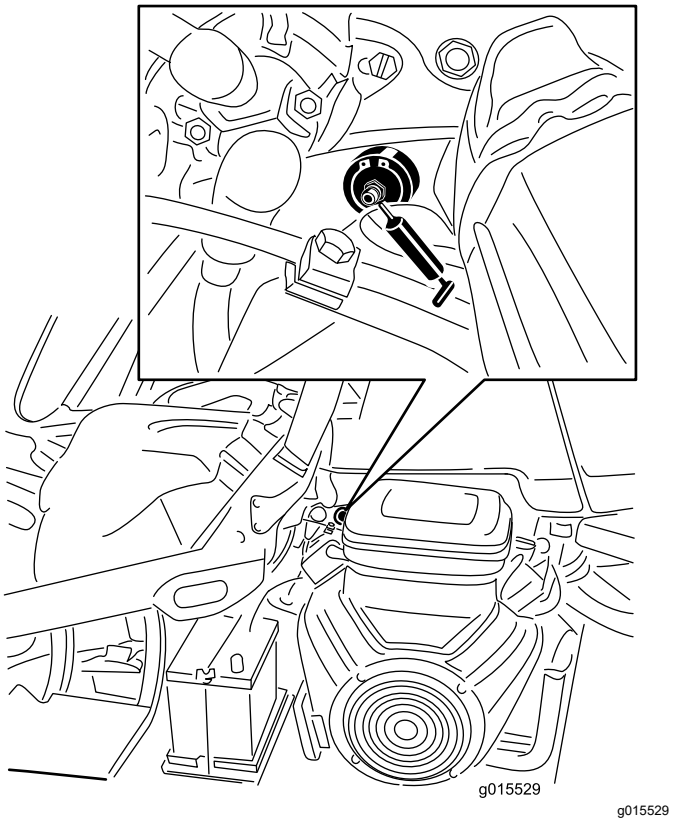

**Figura 28**
1. Pulite il raccordo di ingrassaggio in modo da non forzare corpi estranei all'interno del cuscinetto o della boccola (Figura 28).